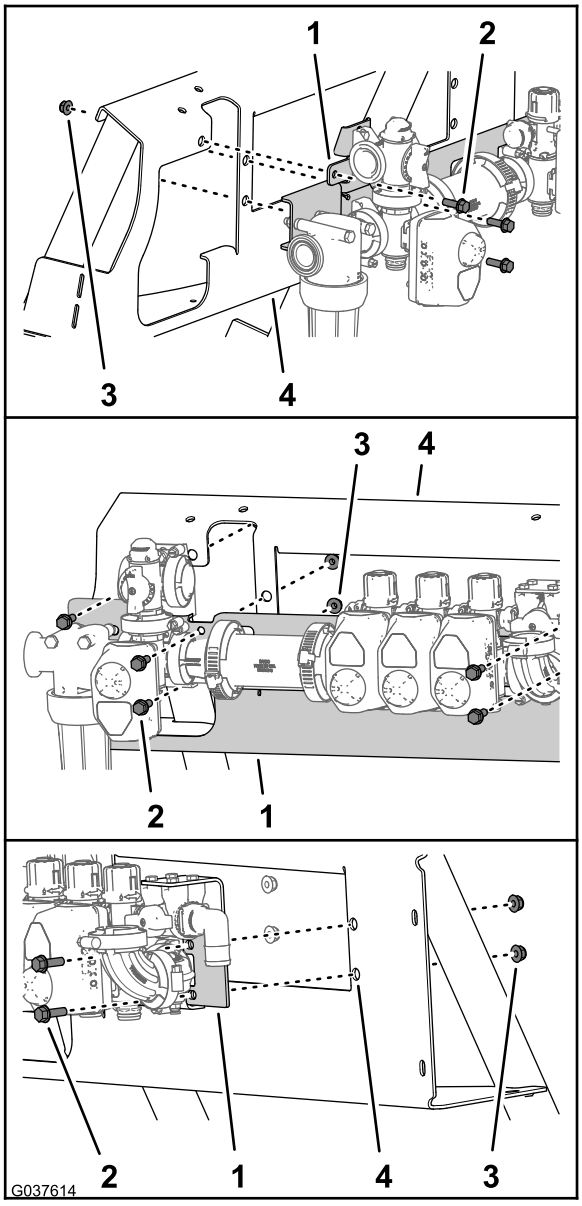

Figura 49
1. Alinee los orificios del soporte de las válvulas (con el conjunto de válvulas de fumigación) con los orificios del panel de montaje de las válvulas (Figura 48 y Figura 49).
2. Monte el soporte de las válvulas en el panel de montaje de las válvulas (Figura 48 y Figura 49) usando 5 pernos con arandela prensada (5/16" x 1") y 5 tuercas con arandela prensada (5/16").